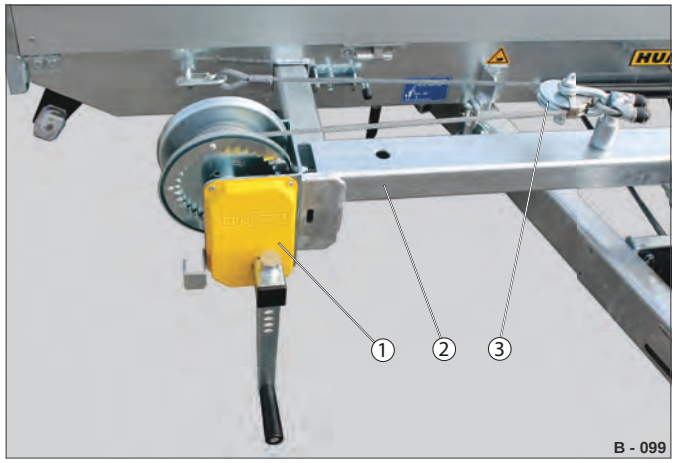

Fig. 40 Variant 3: Spil med omledning
▶ Anbring omledningsrullen (Fig. 40 /3).